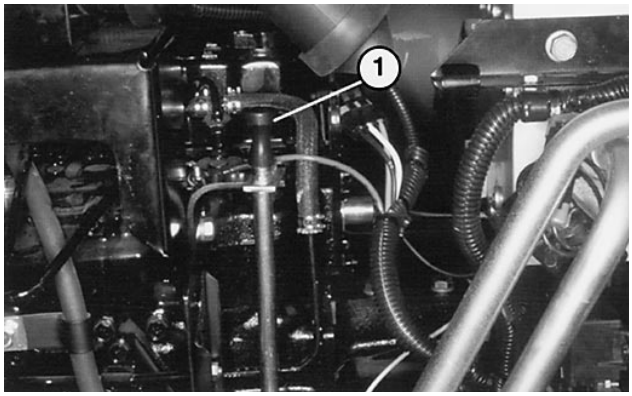
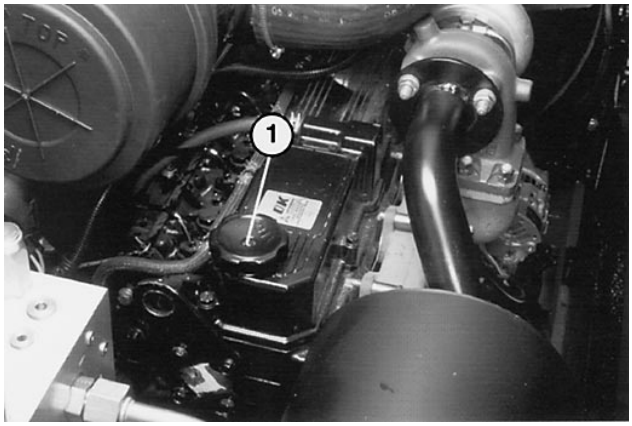

Afbeelding 33
Afbeelding 34
2. Verwijder de peilstok en veeg deze af met een schone doek (Afb. 33). Steek vervolgens de peilstok helemaal in de buis. Haal de peilstok uit de buis en controleer het oliepeil. Het peil moet zich tussen de markeringen op de peilstok bevinden. Als het oliepeil te laag is, draait u de vuldop los (Afb. 34). Vul olie bij totdat het oliepeil het bovenste streepje op de peilstok bereikt. NIET TE VOL VULLEN.